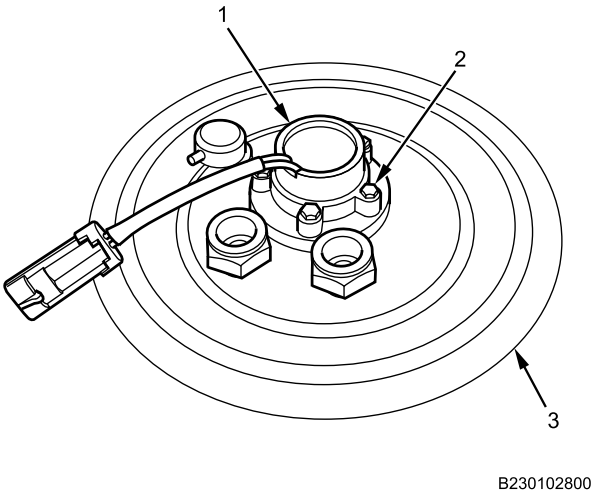

Figure 1. Fuel Level Sending Unit and Gasket Removal.
1. Remove five bolts (Figure 1, Item 2), fuel level sending unit (Figure 1, Item 1) and gasket from fuel tank (Figure 1, Item 3). Discard gasket.
2. Using putty knife, clean gasket material from fuel level sending unit (Figure 1, Item 1) and fuel tank (Figure 1, Item 3).